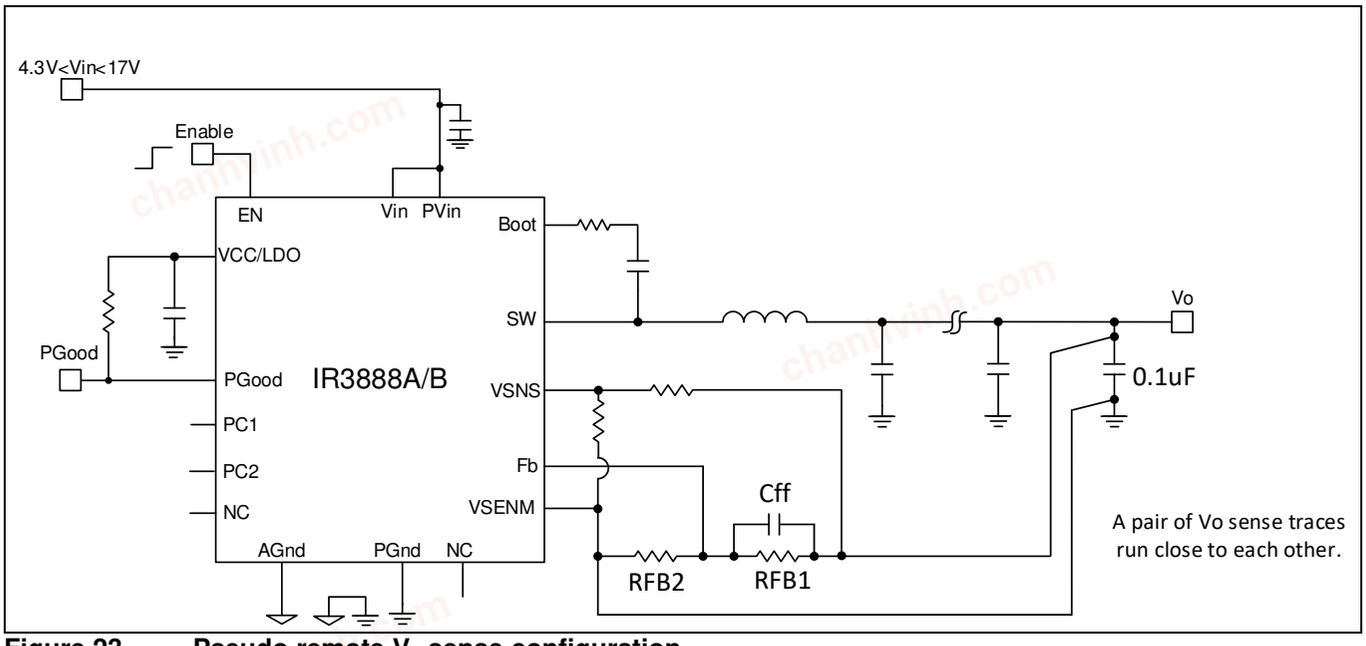

Figure 23 Pseudo remote V_o sense configuration
- If it is required to sense the output voltage at a remote location, pseudo remoting sensing can be implemented as follows. The configuration is also shown in **Figure 23**.